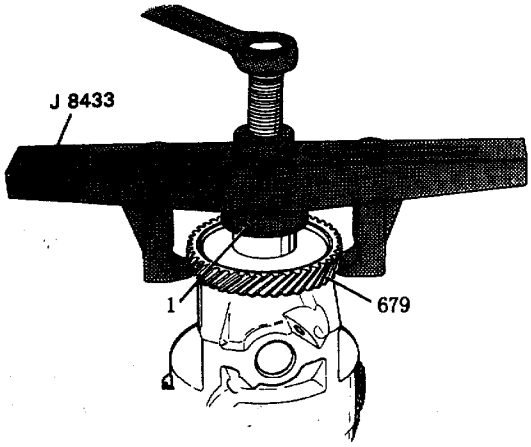

图 4－110　调速器驱动齿轮的更换
(1) 解体：
①使用冲子拆下固定销 683（见图 4－111）。
②拆下差速器行星齿轮轴 682。